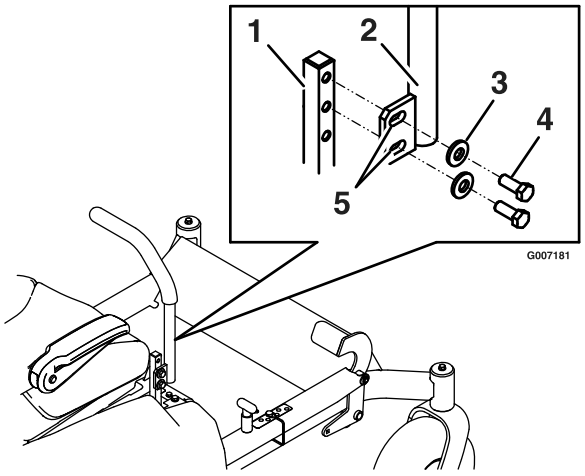

Figuur 19
1. Verwijder de 2 bouten waarmee de rijhendels zijn bevestigd aan de schacht van de bedieningsarm (Figuur 19).
2. Draai de onderste bout los totdat u de rijhendels naar voren of naar achteren kunt bewegen (Figuur 19). Draai de moeren aan om de rijhendels vast te zetten in de nieuwe stand.